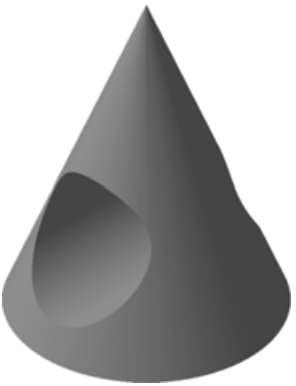

Рис. 6.158
- Закройте эскиз и примените к нему операцию **Вырезать выдавливанием,** с теми же параметрами, что и в случае приклеивания (рис. 6.158).